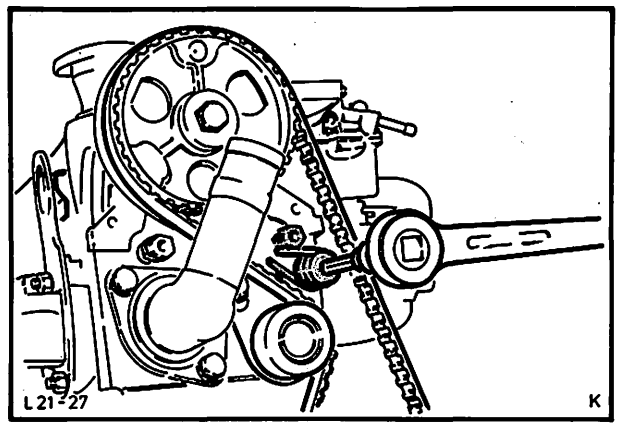

Abb. 194 Zahnriemenspanner mit Spezialwerkzeug 21-012 lösen
6. Zahnriemenschutzblech (3 Schrauben) und Zylinderkopfhaube (10 Schrauben) abbauen. Zahnriemenspanner mit Spezialwerkzeug 21-012 lösen (1 Schraube, 1 Spezialschraube), Abb. 194, gegen Federdruck andrücken und wieder festziehen. Zahnriemen vom Nockenwellenzahnriemenrad abnehmen.